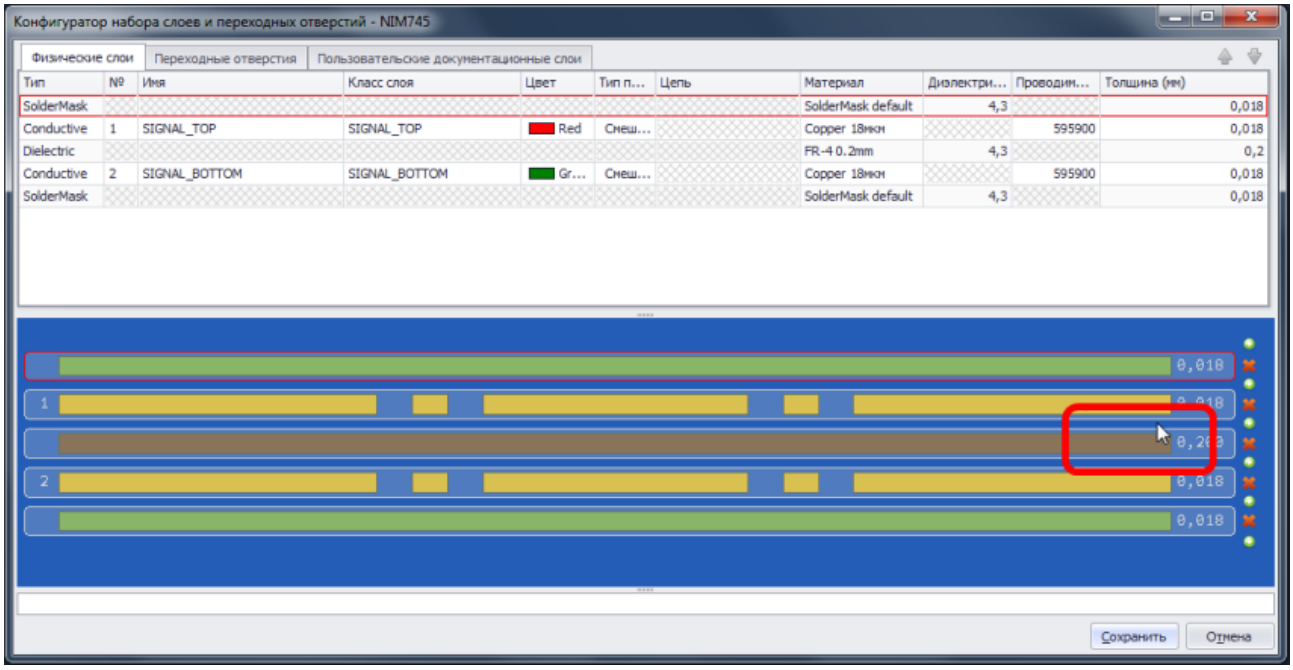

Рис. 663. Выбор положение нового слоя
2. Перейти к интерактивной схеме слоев и выбрать положение для нового слоя (как он будет расположен относительно существующих слоев), см. Рис. 663.